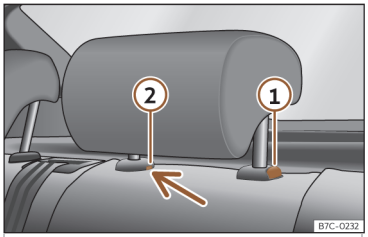

Fig. 100 Apoyacabezas trasero: desmontaje.
• Pulse la tecla ››› **fig. 100** (1), apretando a la vez por el orificio del seguro (2) con un destornillador plano de máximo 5 mm de anchura y retire el apoyacabezas.